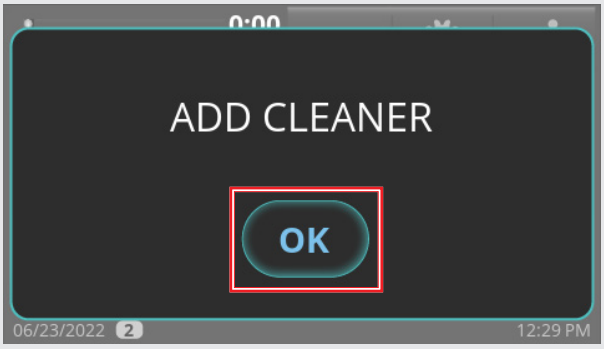

Fig. 1. Remove front panel screws and then open the panel.
7. When the display shows **ADD CLEANER**, open the front panel (fig. 1). Then, open the water curtain (fig. 2) and pour 10 oz (296 mL) of TRUE ice machine descaler between the evaporator and the damper (fig. 3).